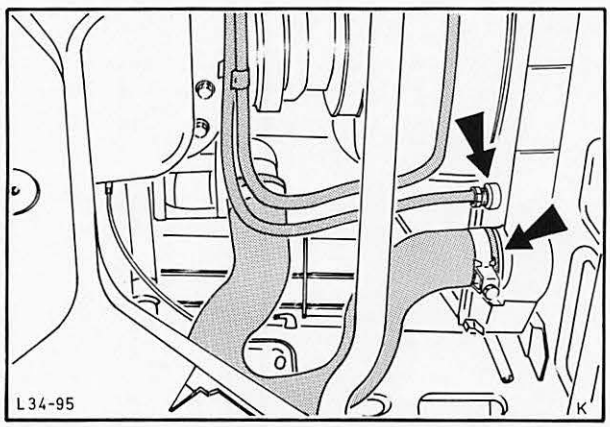

Abb. 66 Kühlerschläuche unten befestigen
17. Kühlerschläuche oben und unten an Kühler befestigen und Kühlmittel auffüllen, Abb. 66.